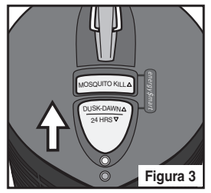

Figura 3
- **b.** Para seleccionar la Operación Anochecer y Amanecer ***energy$mart***™, deslice el botón grande gris hacia arriba, descubriendo el Sensor de Anocher. El botón se alineará con la marca ***energy$mart***™ **(Figura 3)**. La unidad se ENCENDERÁ automáticamente al anochecer, operará durante la noche y se APAGARÁ en la mañana, ahorrando energía al operar sólo cuando los insectos están más activos.